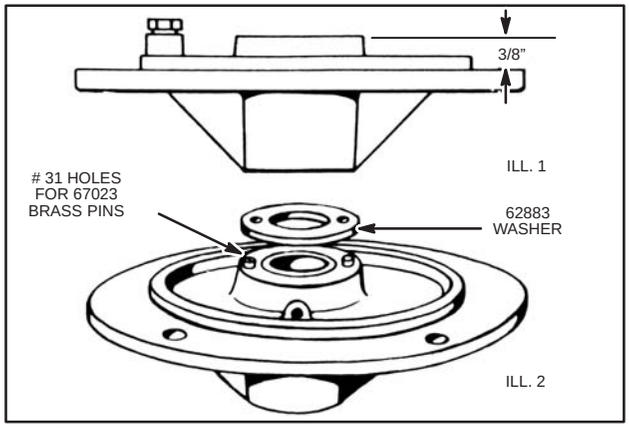

Fig. 113 – REPAIRING WORN THRUST FACE
If the thrust face on the crankcase cover becomes worn it may be repaired by using bronze thrust washer, Part #62883 (NLA), Fig. 113. Proceed as follows:
Place crankcase cover in a lathe and cut down thrust face until distance between thrust face and mounting is 3/8," Fig. 113, Ill. 1. Drill two (2) No. 31 holes in the thrust face using thrust washer, Part #62883 (NLA) as a jig. Holes should be on a horizontal line with the center of bearing. Be sure washer is centered, Fig. 113, Ill. 2.